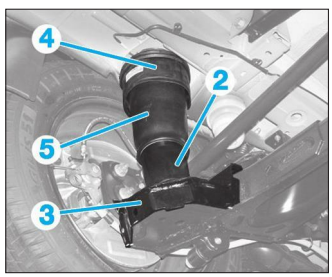

**Fig. 27**
• Soulever le piston d'enroulement (2) **(Fig.27)**.